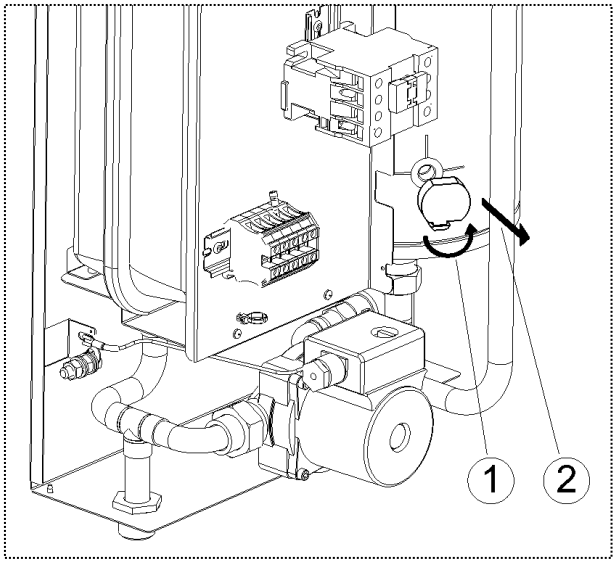

Рисунок 12. Замена датчика давления
2) Выверните датчик давления вместе с переходником (см. рис. 12) из корпуса теплообменника.